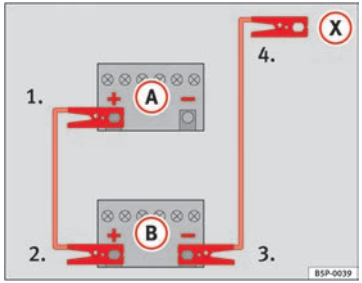
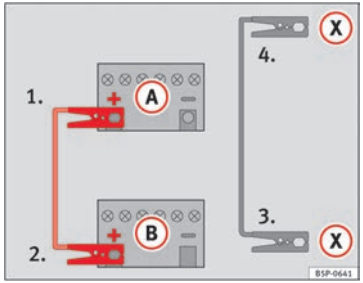

Fig. 172 Diagram of connections for vehicles without Start Stop system
Fig. 173 Diagram of connections for vehicles with Start Stop system
– Connect one end of the *red* jump lead to the positive (+) terminal of the vehicle with the flat battery (A) ⇒ Fig. 172.
– Connect the other end of the *red* jump lead to the positive terminal (+) in the vehicle providing assistance (B).
– Connect one end of the *black* jump lead to the negative terminal (–) of the vehicle providing assistance (B) ⇒ Fig. 172.
– Connect the other end of the *black* jump lead (X) to a solid metal component bolted to the engine block or to the engine block itself of the vehicle with the flat battery. However, connect it to a point as far as possible from the battery (A).
– Connect one end of the *red* jump lead to the positive (+) terminal of the vehicle with the flat battery (A) ⇒ Fig. 173.
– Connect one end of the *black* jump lead (X) to a suitable ground terminal, a solid piece of metal in the engine block, or to the engine block ⇒ Fig. 173.